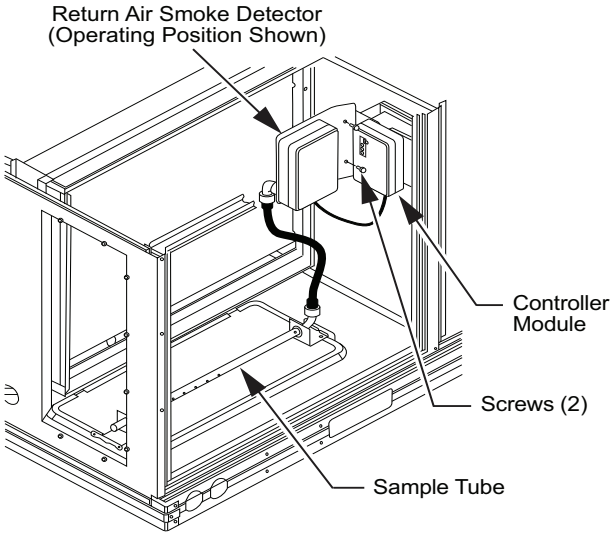

Fig. 36 — Return Air Smoke Detector Operating Position
3. Rotate the detector plate so the sensor is facing outwards and the sampling tube connection is on the bottom (see Fig. 36).